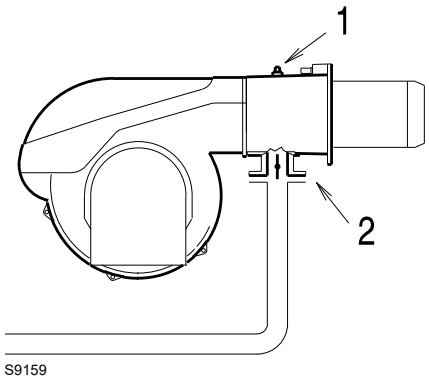

Fig. 38
Pression de gaz mesurée à la prise 1)(Fig. 38) avec:
- Papillon gaz à l'ouverture maximale (90°) comme indiqué dans la Fig. 38.
Perte de charge du papillon gaz 2)(Fig. 38) avec ouverture maximale: 90°.
- Soustraire de la pression du gaz à la prise 1)(Fig. 38) la pression de la chambre de combustion.
Pression de gaz à la prise 1)(Fig. 38) = 13,7 mbar
Pour connaître par contre la pression de gaz nécessaire à la prise 1)(Fig. 38), après avoir défini la puissance de modulation maximale à laquelle on désire faire fonctionner le brûleur:
- Lire sur la droite, colonne 1, la pression à la prise 1)(Fig. 38).
Pression nécessaire à la prise 1)(Fig. 38).